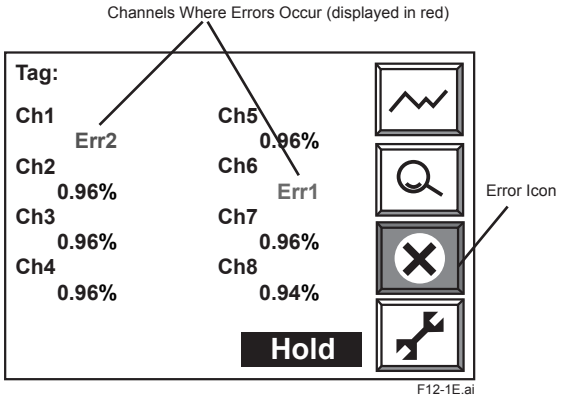

Figure 12.1 Error Displays on Multi-channel Display
2) On the multi-channel display, a red error code is indicated under the relevant channel and an error icon flashes in the switch indication area (Figure 12.1).